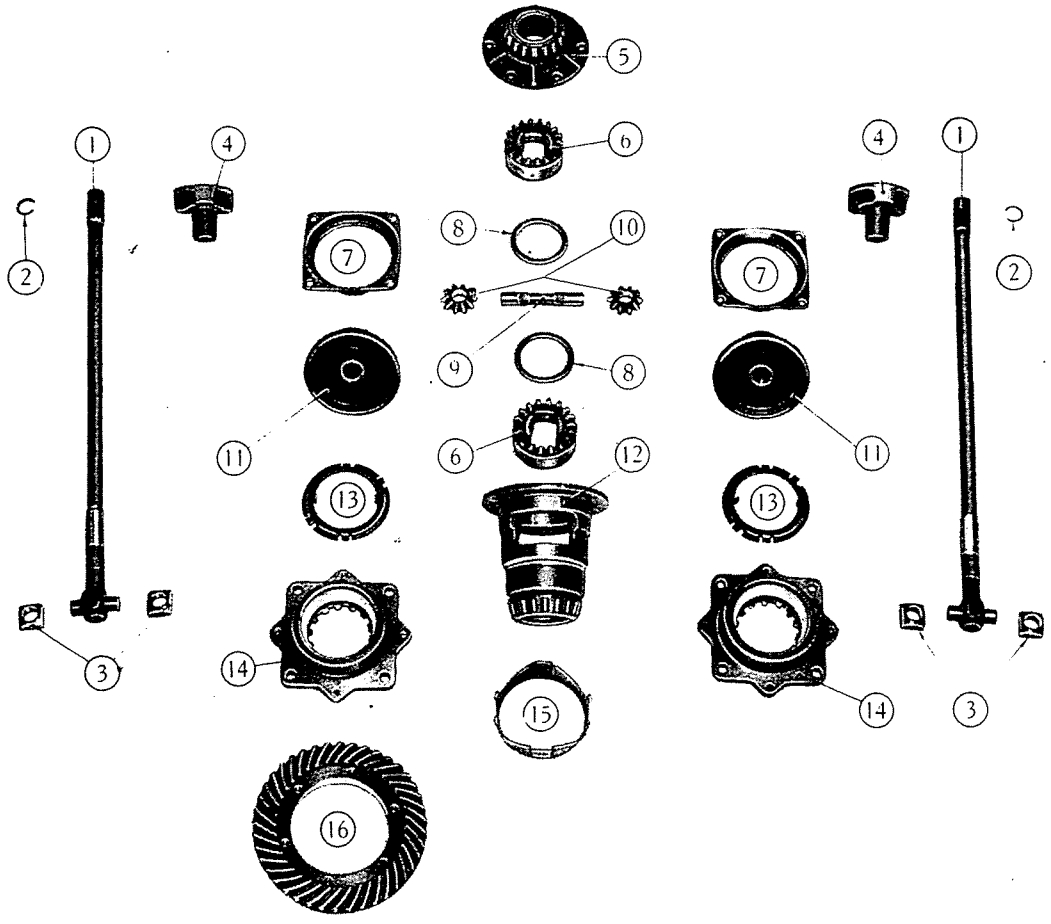

Abb. 187 - Bestandteile des Ausgleichgetriebes und der Hinterachswellen.
Sprengringe (2, Abb. 187) entfernen und Mitnehmerflanschen (4) von den Hinterachswellen abziehen. Dann folgendes abnehmen: die beiden Rollenlagerdeckel (7), die Dichtungsmanschetten (11) mit den zugehörigen Büchsen und Dichtringen, die Sicherungsringe der Einstellmuttern (13), die Rollenlagergehäuse (14) mit den Einstellmuttern sowie die Aussenringe der Rollenlager.